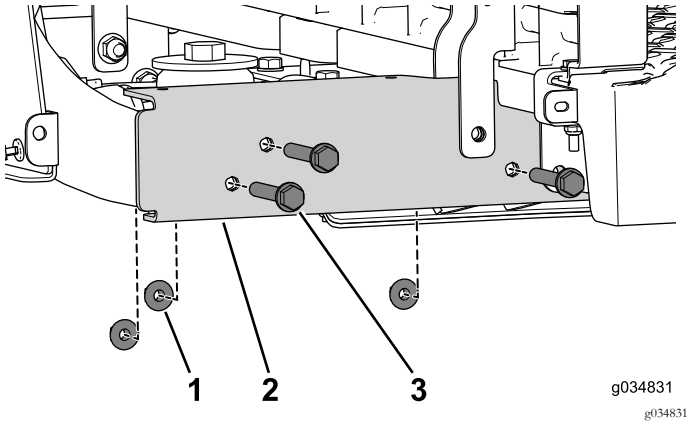

Рисунок 65
5. Выверните три фланцевых болта (3/8 x 2-1/2 дюйма) и гайки (Рисунок 65). Выполните эти действия на обеих сторонах автомобиля.